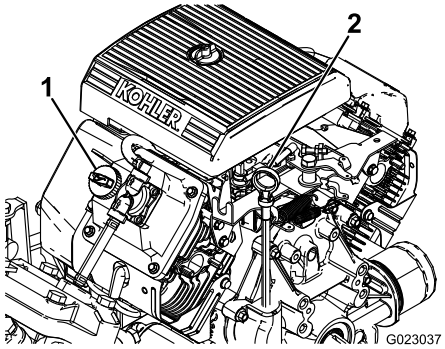

Figur 27
2. Ta ut peilestaven og tørk den med en ren fille (Figur 27). Sett peilestaven inn i røret, og pass på at den når helt ned. Ta ut peilestaven, og kontroller oljenivået.
3. Hvis oljenivået er lavt må du fjerne påfyllingslokket fra ventildekselet (Figur 27) og helle olje inn i åpningen til oljenivået når opp til Full-merket på peilestaven. Hell i olje sakte, og kontroller nivået ofte underveis. Ikke fyll på for mye.
8. Hell sakte ca. 80 % av den spesifiserte mengden olje inn i oljepåfyllingsrøret (Figur 27).